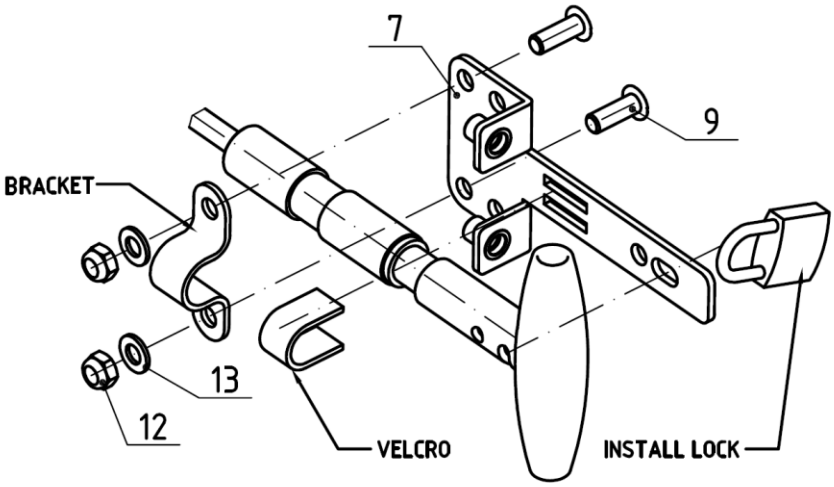

Figure 13
4.4. Attach the EPS actuator to the actuator holder [7] using original bracket, bolts [9], washers [13], nuts [12] and original Velcro. Install the original lock to secure the EPS actuator (Figure 13).